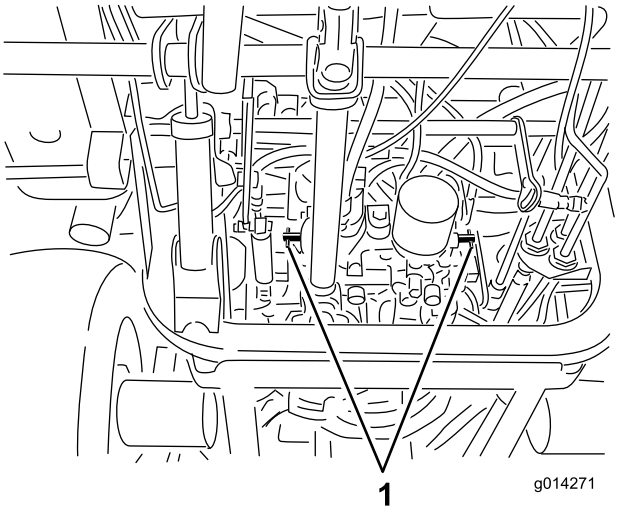

Figur 34
4. Rotera alla överströmningsventiler ett varv motsols (Figur 34).
Rotera varje överströmningsventil ett varv medsols och dra åt dem manuellt (till ett vridmoment på cirka 8 Nm) (Figur 34).